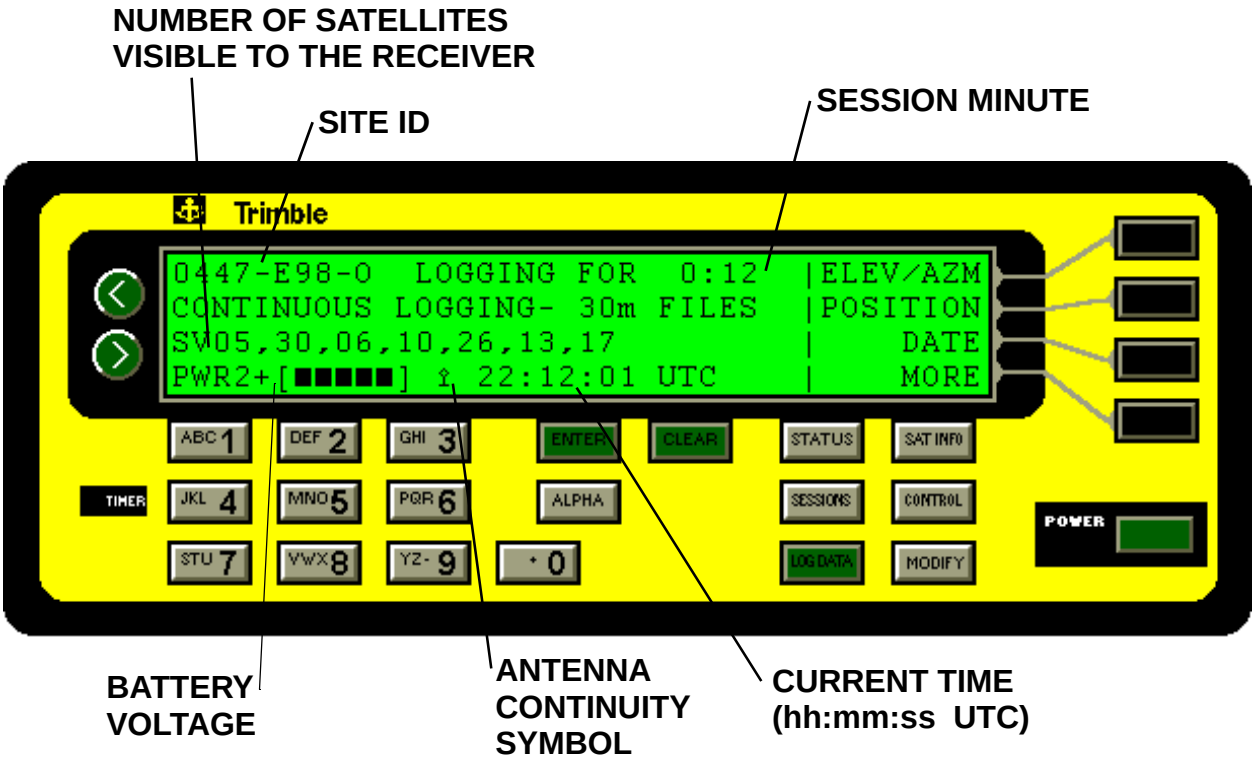

Figure 11-14 GPS Receiver Front Panel Status Display
GPS receiver and antenna operation is verified by viewing the receiver STATUS display. The STATUS display is accessed by pressing the *STATUS* key on the GPS receiver front panel. Figure 11-14 is a sample STATUS display of a working receiver and antenna. The major indicators are described below.
Number of satellites visible to the receiver: A working receiver should track multiple satellites at any given time. In the example in Figure 11-14, the third line ***SV05, 30, 06, 10, 26, 13, 17*** indicates seven (7) satellite vehicles (SV) are currently visible to the receiver. If the receiver is not tracking satellites, there is a problem with the receiver, antenna, or antenna cable.